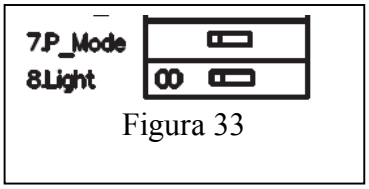

Figura 33
4.2.1.3. Ajuste de modo peatón (dip 7) Figura 33
4.2.1.4. Ajuste de la luz intermitente (dip 8) Figura 33